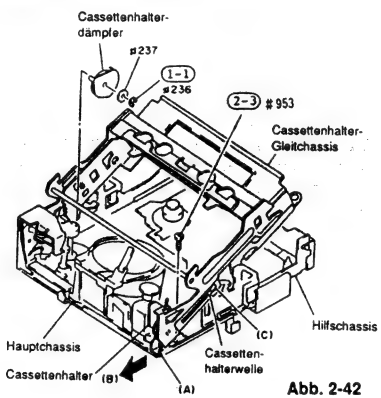

Abb. 2-42
1) Einen (1) E-Ring entfernen, mit dem der Cassettenhalterdämpfer befestigt ist (siehe Abb. 2-42).
(2) Cassettenhalter
3) Eine (1) Befestigungsschraube des Cassettenhalters entfernen (siehe Abb. 2-42).
5) Den Eingriffsabschnitt (A) des Halters von dem Hauptchassis entfernen (siehe Abb. 2-42). Die Cassettenhalterwelle kommt zu Abschnitt (C) der Cassettenhalter-Gleitnut. Das Cassettenhalter-Gleitchassis hineindrücken, um die Cassettenhalterwelle von dem Cassettenhalter und dem Hilfschassis freizugeben.